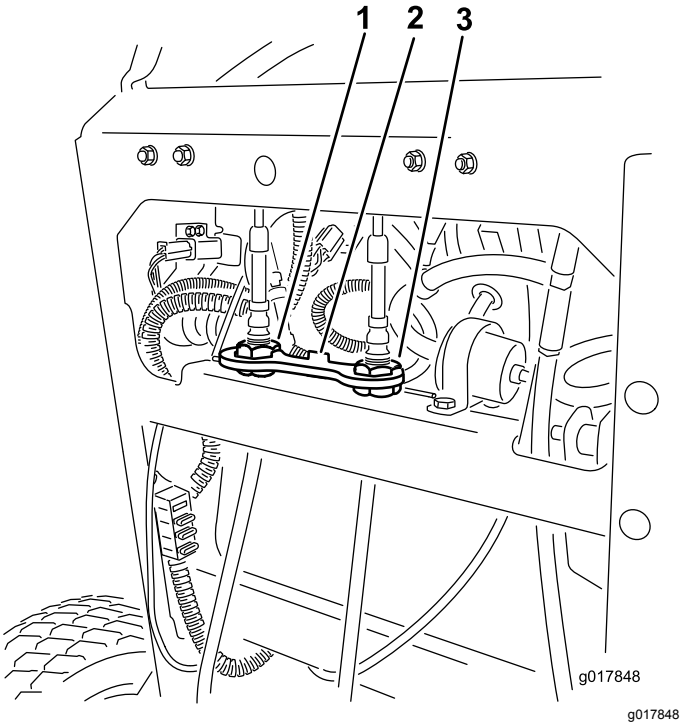

Figur 56
4. Vrid den högra kabeljusteringen för att centrera den högra rörelsereglagespaken i det neutrala låslägesspåret på instrumentpanelen (Figur 56).